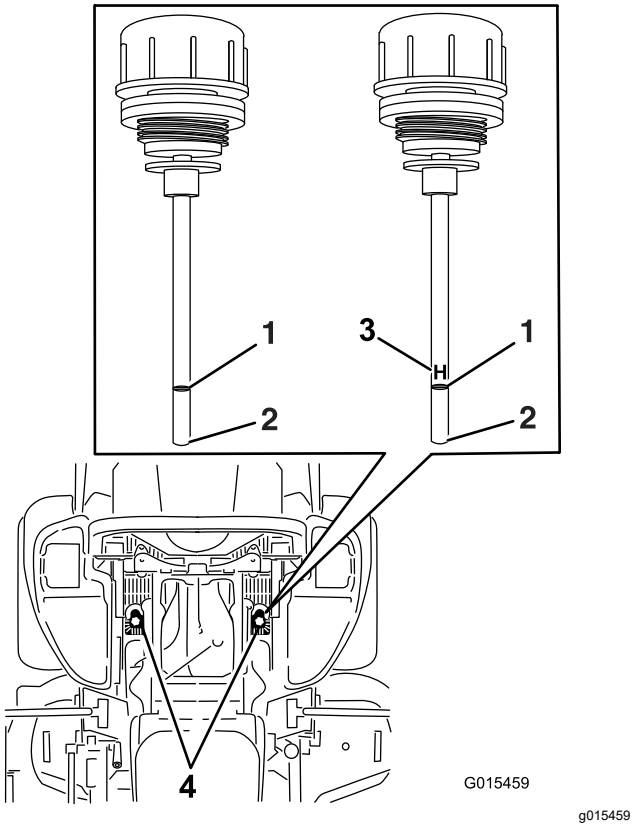

Figur 99
5. Rengör området runt oljestickorna i hydraulsystemets tankar (Figur 99).
6. Ta bort en oljesticka från hydraultanken (Figur 99).
8. Ta ut oljestickan och titta på änden (Figur 99).